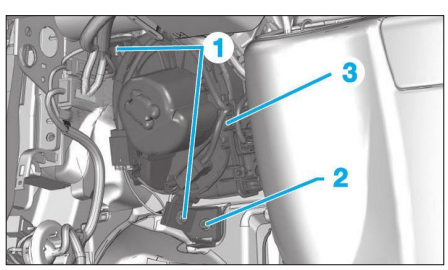

Fig. 36
- les vis (1) **(Fig.36)**,
- l'écrou (2),
• Ecarter le groupe ventilation (3).